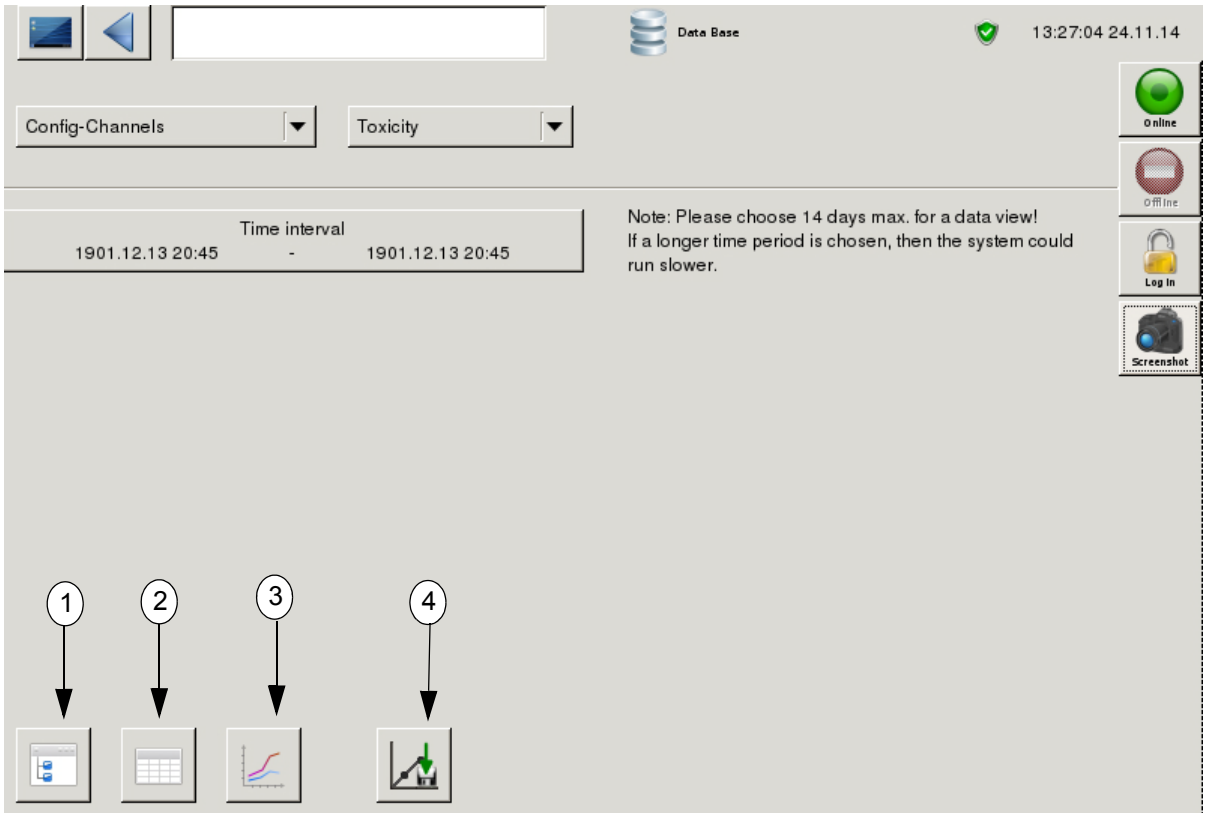
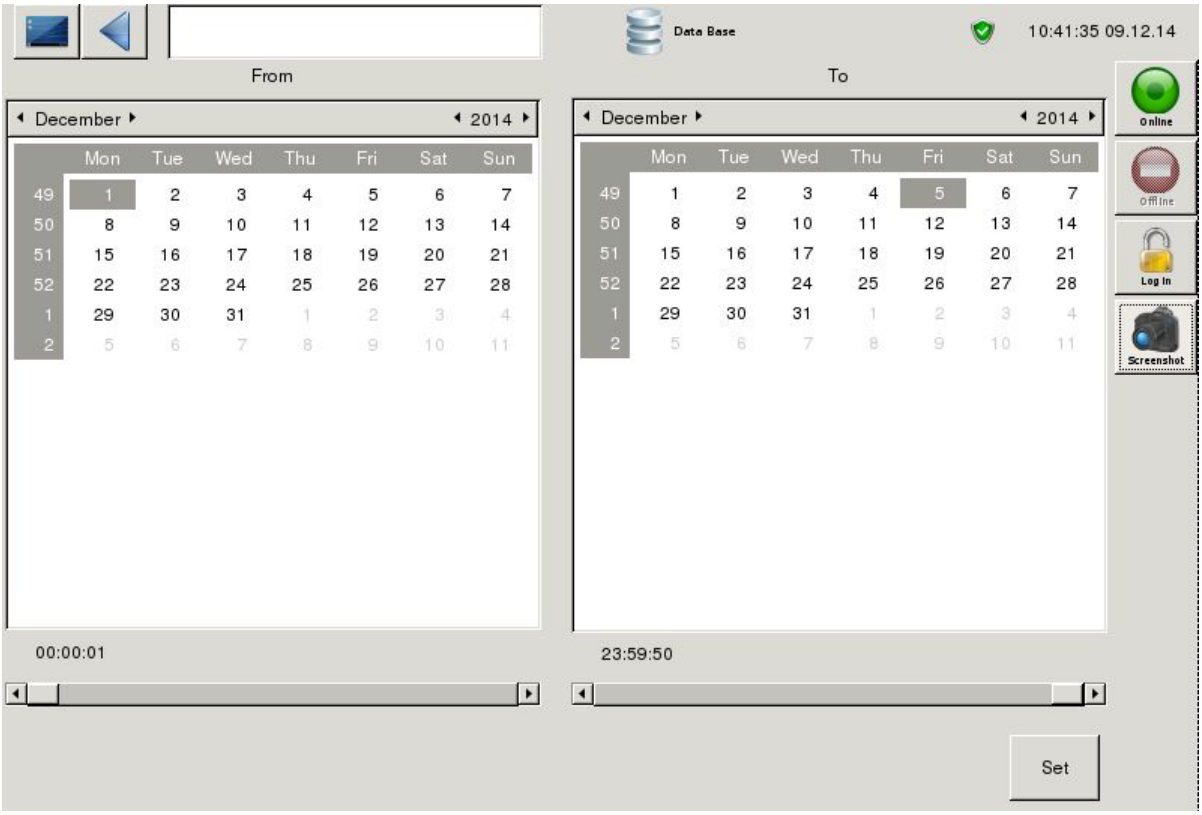

Fig. 30: Data base (example)
Fig. 31: Data base - calender (example)
Sensor data (measurement cell temperature, fermenter temperature and temperature of ambient) as well as channel data (toxicity and dosage), which have been saved, can be opened in the data base. First choose sensor or channel data (Fig. 30:). Before data can be opened a time frame must be selected. After pressing "time interval" two calender pages will appear (Fig. 31:, page 48). First the start date must be selected on the left calender page. Additionally a specific time can also be selected to further filter results shown. This can be done by moving the horizontal scroll bar to the right. Only when finished the end can be date be chosen (following the same steps). Press the button "set" located in the bottom right of the screen when finished. This will reopen to the main data base menu. Now it is possible to view the measurement data in two different forms:
- table form for measurement data (no. 2 in Fig. 30:)
- curve form for measurement data (no. 3 in Fig. 30:)
The measurement data are shown next to the time column (Fig. 32:). If you press the icon “measurement data as a curve“ (no. 3 in Fig. 30:), the associated measurement curve appears.
If the chosen measurement data on the screen “main represention of the data“ (no. 1 in Fig. 30:, page 47) should be shown as a curve, then the “measurement data as curve“ button has to be activated (no. 3 in Fig. 30:, page 47).
Choose the requested parameter and the time interval. After pressing "time interval" two calender pages will appear (Fig. 31:, page 48). First the start date must be selected on the left calender page. Additionally a specific time can also be selected to further filter results shown. This can be done by moving the horizontal scroll bar to the right. Only when finished the end date can be chosen (following the same steps). Press the button "set" located in the bottom right of the screen when finished. The requested parameter (example: errors) will show here for the selected time.